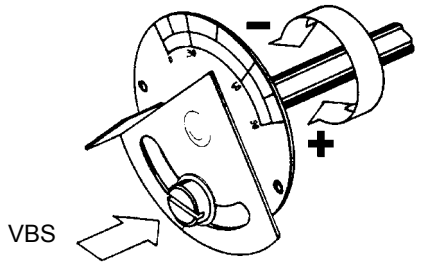

Рис. 26
- Ослабьте отвёрткой винт VBS, показанный на Рис. 26 отрегулируйте желаемый расход воздуха при помощи воздушной заслонки.